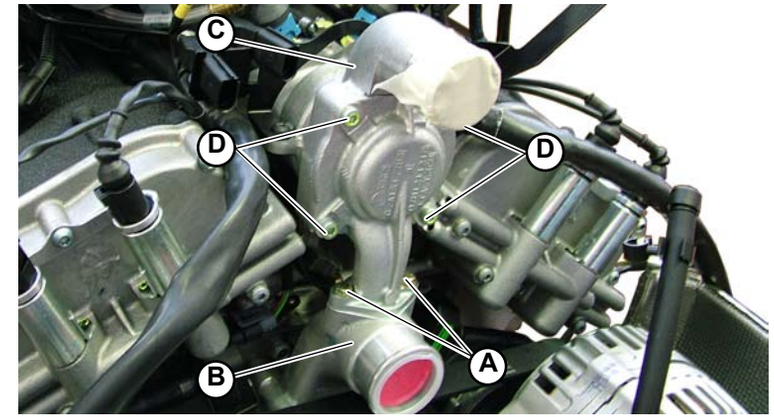

Fig.1
1. Remove the 2 screws (**A-Fig.1**) with washers which lock the thermostat (**B-Fig.1**)on to the water pump (**C-Fig.1**).